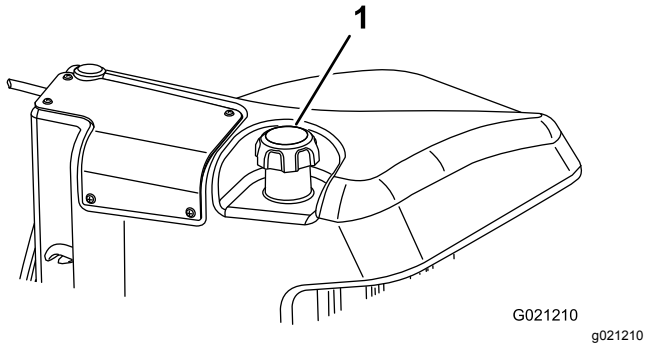

Figuur 29
3. Verwijder de dop van de brandstoftank (Figuur 29).